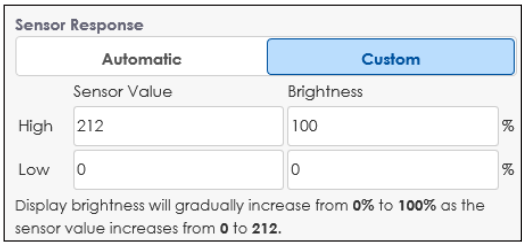

Figure 56: *Peripherals - Sensor Response*
4. Set the **Sensor Response** to **Automatic** or **Custom**. Refer to **Figure 56**.